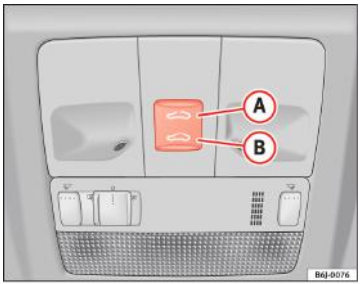

Fig. 52 Trapa panoramică/rabatabilă
– Apăsați şi mențineți apăsat butonul Ⓑ ⇒ fig. 52 ⇒ ⚠. Trapa începe să se închidă şi se opreşte doar la eliberarea butonului.